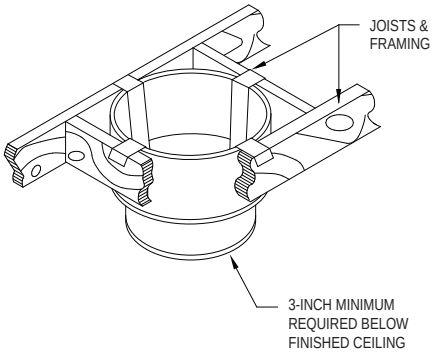

Figure 4
properly). Level the Support Box and secure it to the framing using at least three 8-penny nails per side (min. of 12 total). Wrap the straps of the Support Box around the framing members *(Fig 4)*, and secure with (2) 8-penny nails per side (eight nails total). Alternatively, you may use 1-1/2" #8 wood screws (min. of 12 total for the Support Box, and 8 total for the straps), instead of nails. Next, secure the round or square Trim Collar to the ceiling/ framing members using (4) 1" long, round-head wood screws.